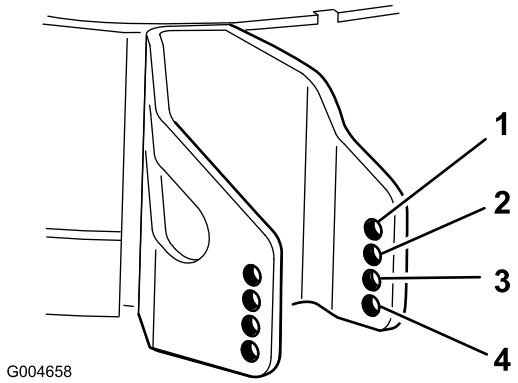

Figuur 19
4. Kies een opening en let er hierbij op dat de antiscalpeerrol is geplaatst bij de dichtstbijzijnde, door u gewenste corresponderende maaihoogte (Figuur 19).